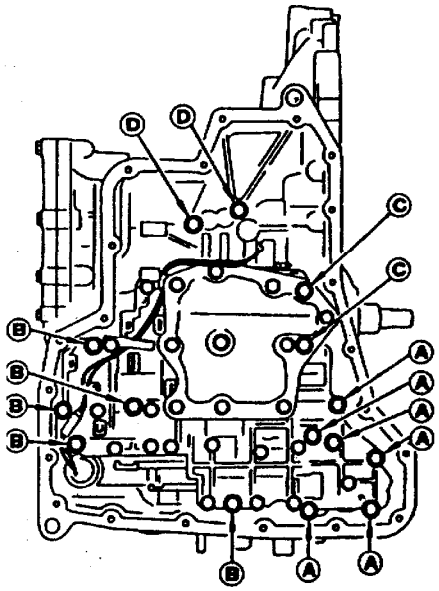

图 9-5-5　控制阀组件固定螺栓
(4) 如图 9-5-5 所示，拆下控制阀组件的固定螺栓Ⓐ、Ⓑ、Ⓒ和Ⓓ。拆下 A/T 电磁阀配线端头上的止动环，然后把端头向变速器里推，抽出电磁阀配线。